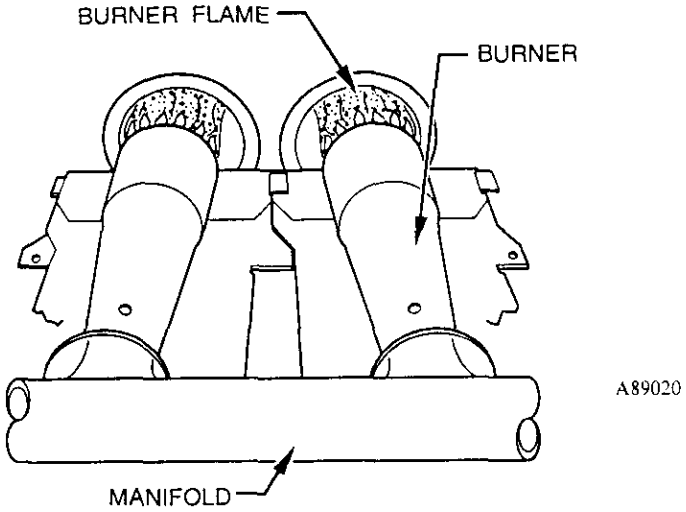

Fig. 29 – Burner Flame
c. When correct input is obtained, main burner flame should be clear blue, almost transparent. (See Fig. 29) Be sure regulator seal cap is in place when finished.
d. Main burner flame should be clear blue, almost transparent. (See Fig. 29)
f. Main burner flame should be clear blue, almost transparent. (See Fig. 29)